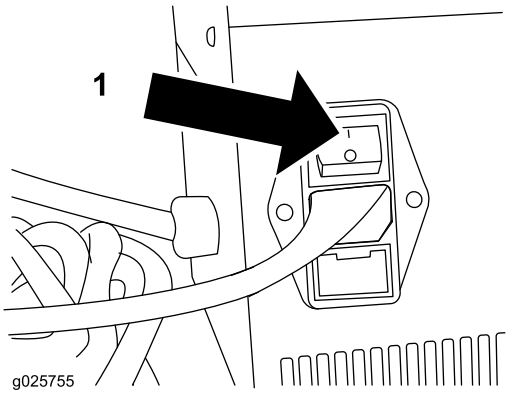

Figura 7
8. Ligue o carregador (Figura 7). O indicador LED “ON” (ligado) acende.